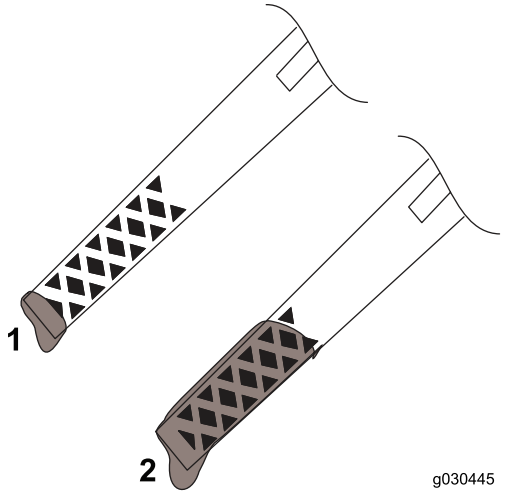

Figur 17
- Hvis oljenivået er under Add-merket på peilestaven (Figur 17), må du fylle på mer olje. Se Skifte motorolje (side 15).
- Hvis oljenivået er over merket Full (Figur 17), tapper du av olje helt til oljenivået er ved merket Full på peilestaven. Se Skifte motorolje (side 15).